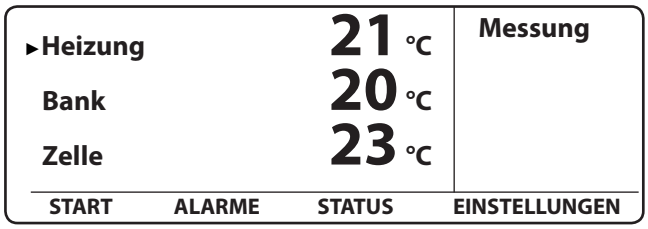

Abbildung 13.
14. Kalibrieren Sie das Analysegerät auf Null, wie unter „Manuelle Nullkalibrierung des Analysator-Messsystems“ in diesem Dokument beschrieben. Schalten Sie den Analysator wieder in den **Messmodus** (wählen Sie **Messung starten** auf dem Bildschirm **Kalibrierung** und drücken Sie die **EINGABETASTE**). Überprüfen Sie auf dem Bildschirm **START** (Abbildung 13) die Reaktionszeit der Analyten. Eine gute Reaktionszeit liegt normalerweise bei weniger als 30 Sekunden bis T90, wenn das Messsystem sauber ist und mit höchster Effizienz arbeitet. Die Reaktionszeit kann je nach Länge der Probenleitung variieren.